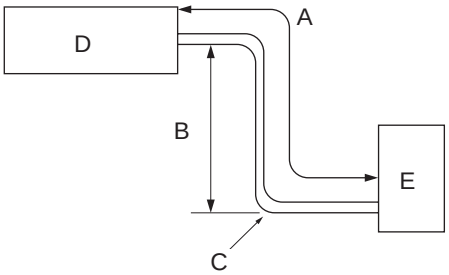

Fig. 2-1
2.1. Tuyau de réfrigérant (Fig. 2-1)